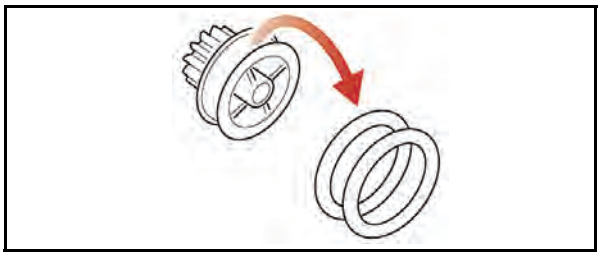

Figure 4-26 O-Ring Removals
4. Remove the concentric O-rings residing on each of the four drive gears just removed from the upper shaft assembly (See Figure 4-26).